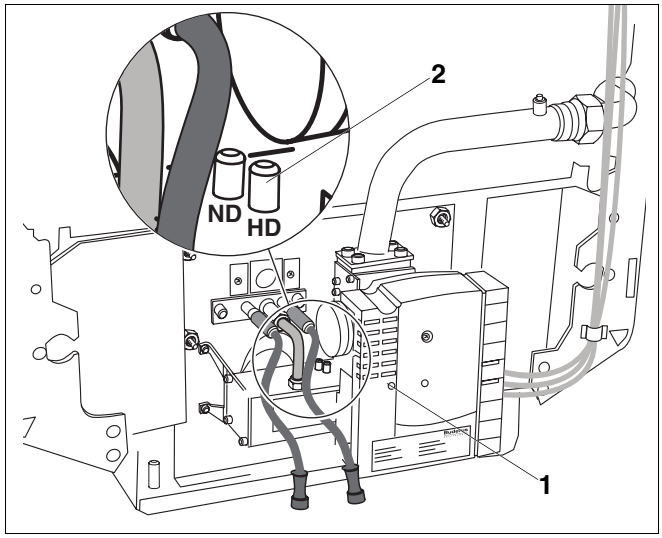

Rys. 55 Palnik gazowy
- Odkręcić śrubę zamykającą króciec pomiarowy (rys. 55, **poz. 2**).
- Nałożyć wąż pomiarowy manometru U-rurkowego na króciec pomiarowy (rys. 55, **poz. 2**). Króciec pomiarowy oznaczony jest na kolektorze rozdzielczym gazu symbolem "HD".
- W przypadku odchylenia od wartości zadanej: skorygować ciśnienie na dyszach poprzez obracanie tarczy nastawczej (rys. 55, **poz. 1**) w kierunku plus lub minus.
- Usunąć wąż pomiarowy i ponownie dokręcić nakrętkę zamykającą króciec pomiarowy (rys. 55, **poz. 2**).